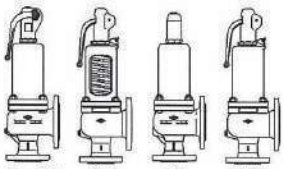

Fig. 901 902 911 912
- TÜV · SV · . . -663 · F **Fig. 901/911**